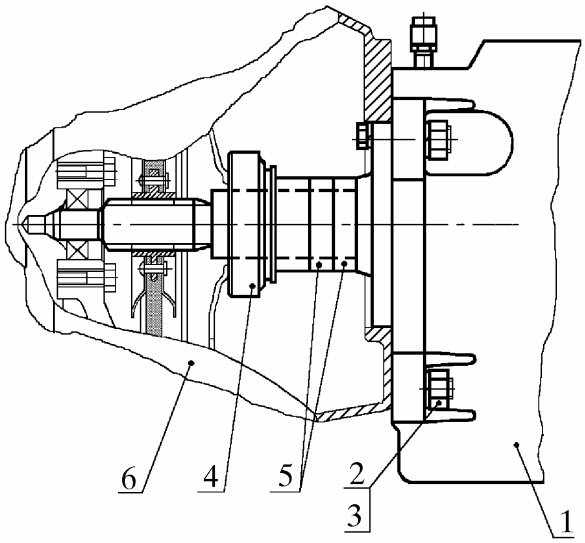

Рис. 27. Снятие КПП:
4.26.2. Снять КПП 1 (рис. 27), отвинтив и сняв четыре гайки 2 с шайбами 3 со шпилек крепления КПП к картеру сцепления.